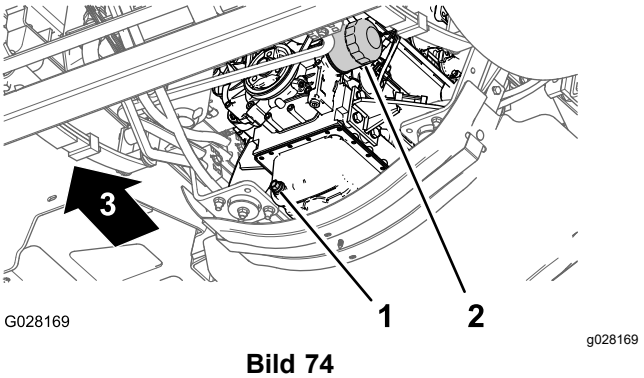

Bild 74
3. Fluchten Sie eine Auffangwanne unter dem Motorölfilter aus (Bild 74).
4. Entfernen Sie den alten Ölfilter (Bild 74).
8. Setzen Sie den Ölfilter in den Filteradapter ein und drehen Sie den Ölfilter nach rechts, bis die Gummidichtung den Filteradapter berührt. Ziehen Sie den Filter dann um eine weitere halbe Umdrehung an (Bild 74).
1. Stellen Sie eine Auffangwanne unter die Ablassschraube (Bild 74).
2. Nehmen Sie die Ablassschraube (Bild 74) ab und lassen Sie das Öl vollständig ablaufen.